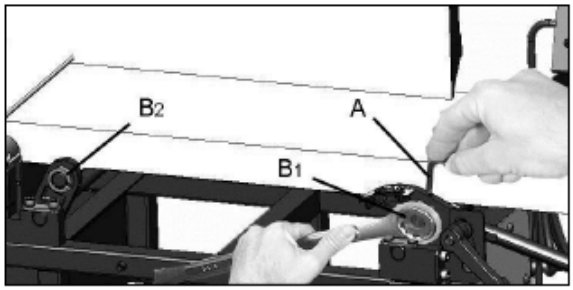

Рис. 15
9. Каждый стол оснащен эксцентриковыми регулировочными устройствами – по два сзади и спереди (B, Рис. 15 – показано одно из устройств).
11. В отверстии закручен установочный винт. С помощью 2,5 мм шестигранного ключа (A, Рис. 15) ослабьте винт, поворачивая ключ против часовой стрелки.
12. Поворачивайте шестигранную гайку (B1, Рис. 15) с помощью 24 мм гаечного ключа. Данная регулировка очень чувствительна, поэтому ее следует производить очень аккуратно.
ПРИМЕЧАНИЕ: направление закручивания шестигранных гаек с левой и правой резьбой отличается; если используется гайка с правой резьбой (B1, Рис. 15), то чтобы поднять данную сторону стола, гайку следует крутить по часовой стрелке, а чтобы опустить – против часовой. Гайку с левой резьбой (B2, Рис. 15) следует крутить наоборот.
14. По завершении регулировки затяните установочный винт с помощью шестигранного ключа (A, Рис. 15).